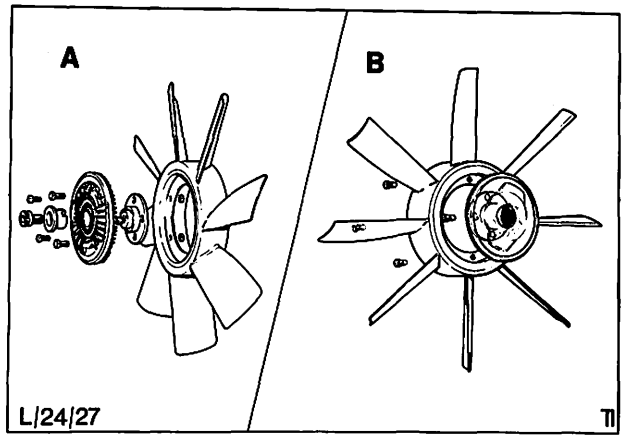

Abb. 62 Lüfter und Lüfterkupplung
7. Lüfter mit Kupplung ansetzen, äußere Hälfte der zweiteiligen Nabe ansetzen und das Ganze mit der Zentralschraube befestigen, Abb. 62.